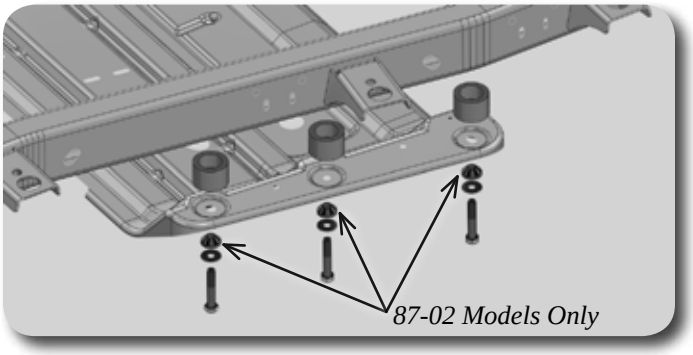

Figure 1
6. Attach the skid plate to the frame with the provided hardware: 87-02 models use 1/2" bolts with the provided 7/16 USS washers and conical washers. 03-06 models use 12mm bolts with 7/16" USS washers only. Figure 1 Leave hardware loose.